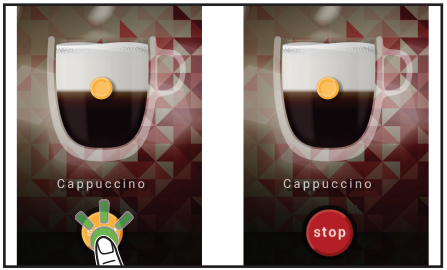

Fig. 4.7 - START și STOP furnizare băutură
4. Atingeți butonul de START furnizare băutură de pe ecranul tactil (fig. 4.7).
- Atingeți butonul STOP furnizare de pe ecranul tactil dacă doriți să întrerupeți furnizarea băuturii (fig. 4.7)